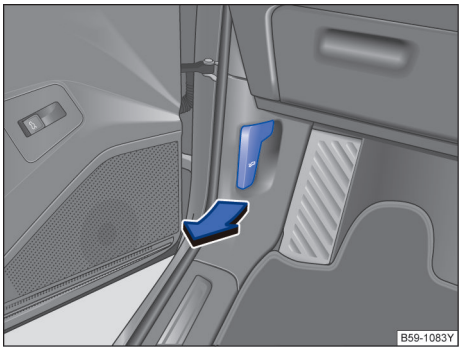

图 222 驾驶员侧脚部空间：发动机舱盖锁开启手柄
– 将车门打开沿图示箭头方向拉动开启手柄→ 图 222，舱盖在弹簧机构的作用下弹开稍许。